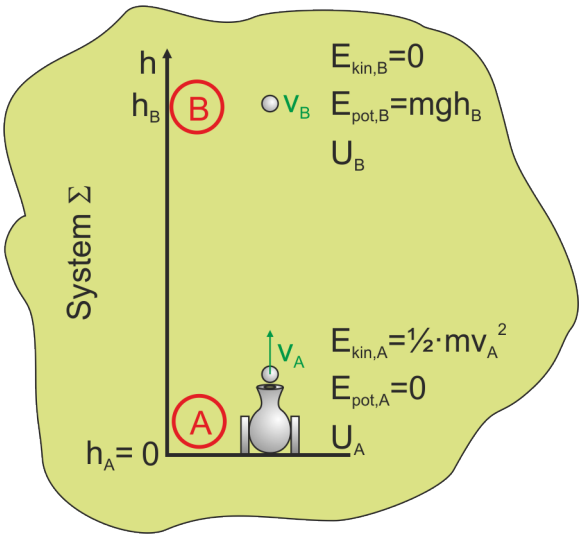

Abbildung 14 Zur Verdeutlichung des Energieerhaltungssatzes.
In Abbildung 14 ist als Beispiel das vertikale Abfeuern einer Kanonenkugel dargestellt. Bei bekannter Abschussgeschwindigkeit möchte man z.B. wissen, welche maximale Höhe die Kanonenkugel erreichen kann.
Wie geht man dabei vor? Nun, zunächst werden die unterschiedlichen Zeitpunkte bezeichnet. In Abbildung 14 geschieht dies mit den Buchstaben A und B. Als nächstes wird der Nullpunkt der potentiellen Energie gesetzt. Sinnvollerweise ist der am Abschusspunkt der Kanonenkugel, also am Punkt A. Dann schreibt man hin, was über die Energien in den beiden Punkten bekannt ist. Z.B. ist die Geschwindigkeit der Kanonenkugel am höchsten Punkt gleich null – also auch die kinetische Energie am Punkt B. Das
Bei der beschriebenen Situation in Abbildung 14 wird also die beim Abschuss vorhandene kinetische Energie der Kanonenkugel in potentielle und innere Energie umgesetzt. Wenn die ganze Sache nun auch noch ohne Berücksichtigung der Reibung betrachtet werden soll, wird es sehr einfach:
Lösung: Die Skizze entspricht Abbildung 14. Da die Reibung nicht berücksichtigt werden soll, ist $\Delta U = 0$, weil ja keine Reibarbeit verrichtet werden wird. Der Energieerhaltungssatz (25) vereinfacht sich zu